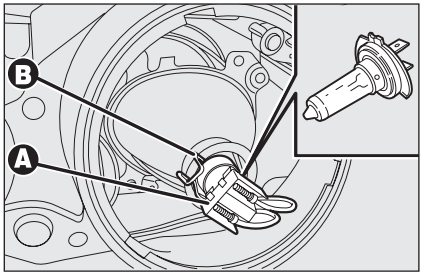

rys. 29 A0E0192m
- ❒ rozłączyć konektor elektryczny **A-rys. 29**;
- ❒ zamontować nową żarówkę następnie zaczepić sprężynę mocującą żarówkę **B-rys. 29**;